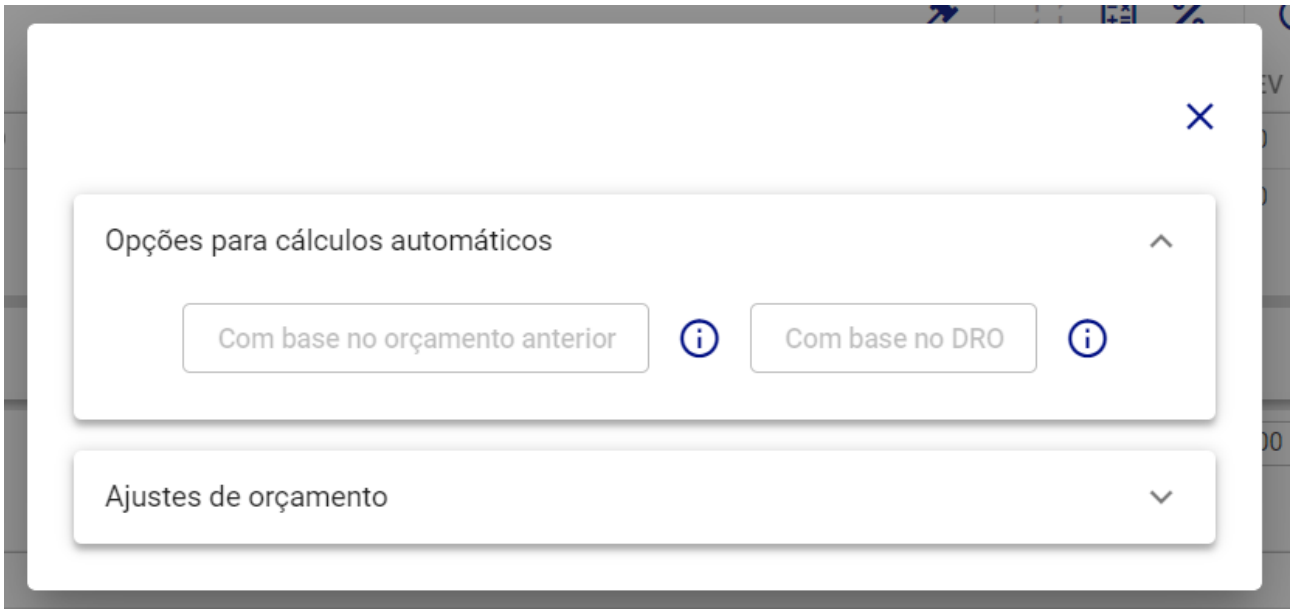

Figura 328: Opções para Cálculos Automáticos
– **Opções para Cálculos Automáticos (Figura 328):** Esta funcionalidade oferece diferentes métodos para o cálculo automático dos valores orçamentários.